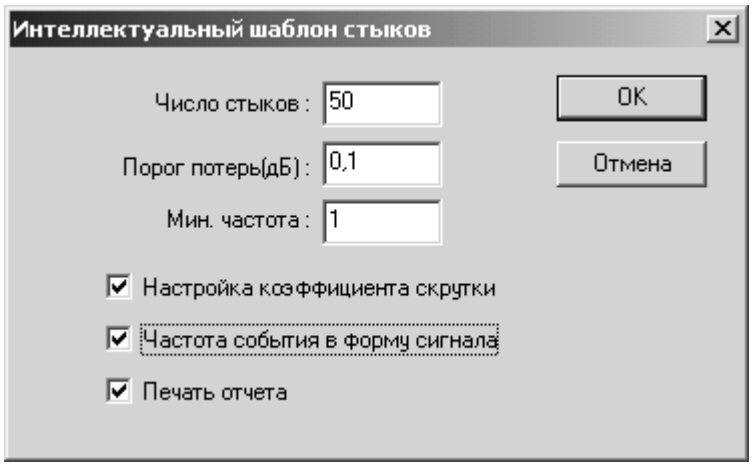

Рисунок 11-2: Диалоговое окно Интеллектуальный шаблон стыков
8. Выполните настройки в диалоговом окне (см. Рисунок 11-2).